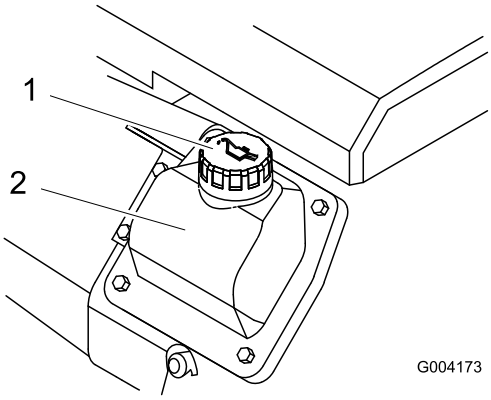

Figuur 15
8. Als het oliepeil te laag is, reinigt u de omgeving van de vulbuis en verwijdert u de dop (Figuur 15).